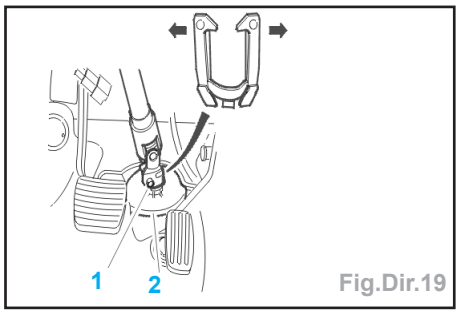

Fig.Dir.19
- Déposer la vis (1) (Fig.Dir.19).